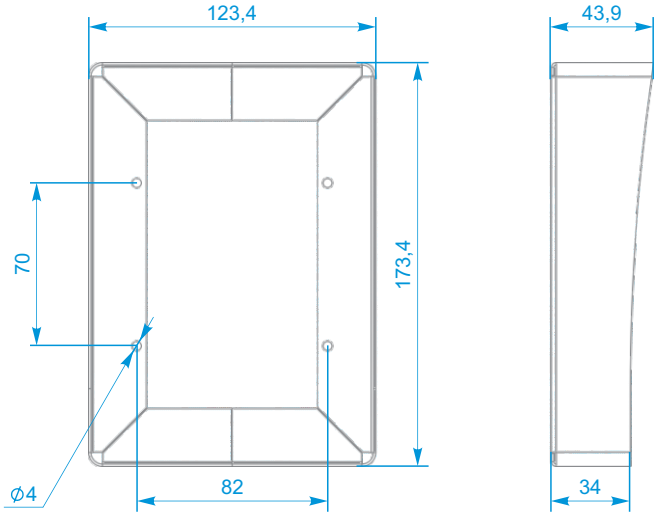

Рис. 1 – Кожух.
Монтаж производится с помощью кожуха, из комплекта монтажного (рис.1).
1. Кожух (рис.1) устанавливается на стену с помощью дюбелей из монтажного комплекта;